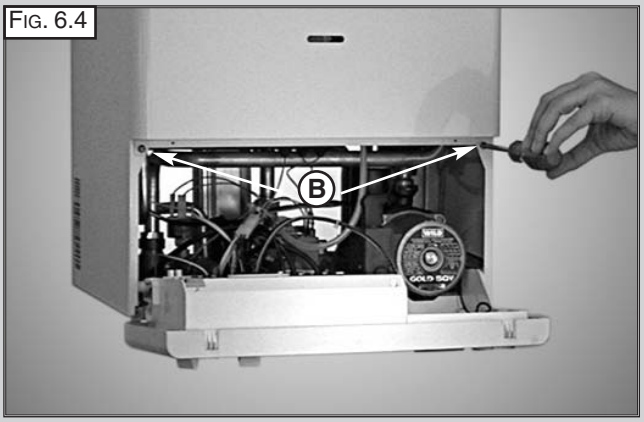

FIG. 6.4
4. Remove the screws “B” from the front panel bottom lip (FIG. 6.4);